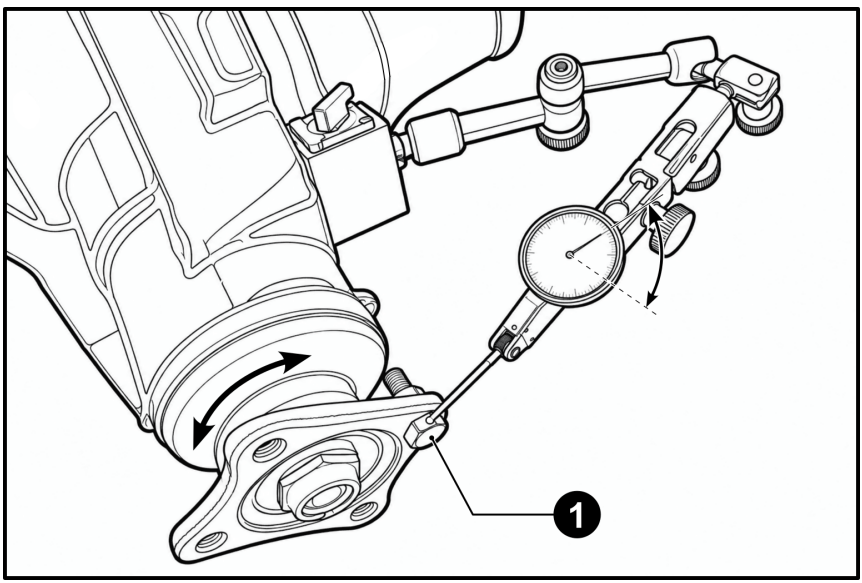

Рис. 2
1.3 Установите болт (**1**) в сквозное отверстие фланца ведущей шестерни и зафиксируйте его. Головка болта должна служить опорной поверхностью для наконечника индикатора часового типа. (**Рис. 2**)
1.4 Установите индикатор, закрепив штатив на корпусе редуктора. Наконечник индикатора установите на шляпку болта (**1**). (**Рис. 2**)